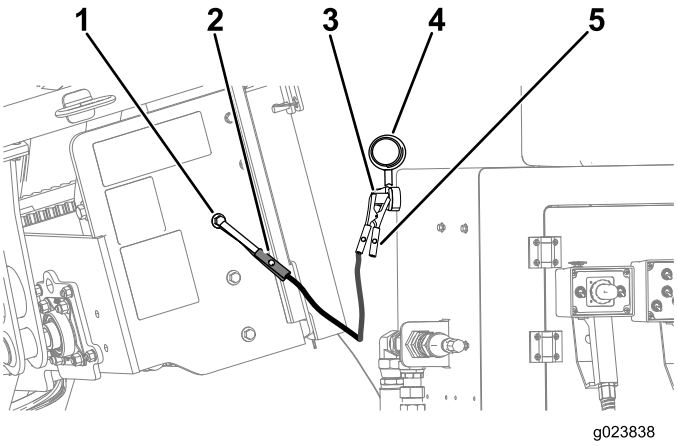

Rysunek 98
6. Zdjąć osłonę z bieguna rozruchowego (Rysunek 98).
7. Podłączyć dodatni kabel rozruchowy (+) do bieguna rozruchowego (Rysunek 98).
8. Podłączyć ujemny kabel rozruchowy (-) do punktu masy, takiego jak niepomalowana nakrętka lub element podwozia (Rysunek 98).
10. Po uruchomieniu silnika poprosić drugą osobę o odłączenie ujemnego kabla rozruchowego (-) od obudowy. Następnie odłączyć dodatni (+) kabel rozruchowy (Rysunek 98).